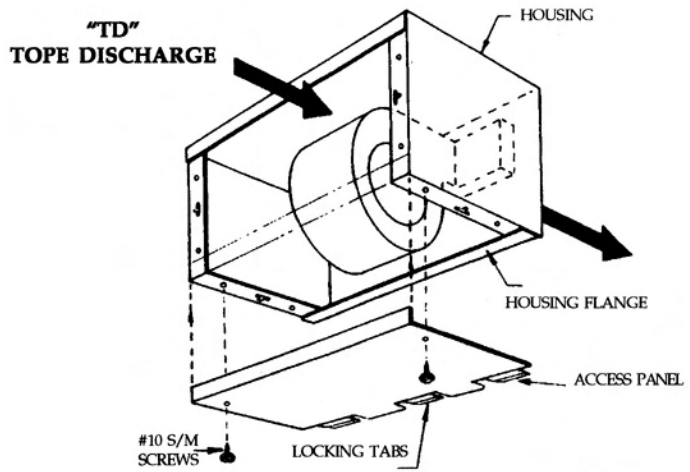

FIG.2
2) REASSEMBLE THE ACCESS PANEL; ROTATE THE ACCESS PANEL 90 DEGREES AMD REMOUNT IT TO THE HOUSING. SLIDE IN THE 3 LOCKING TABS TO THE HOUSING FLANGE AND REINSTALL THE TWO #10 SCREWS. SEE FIG. 2.